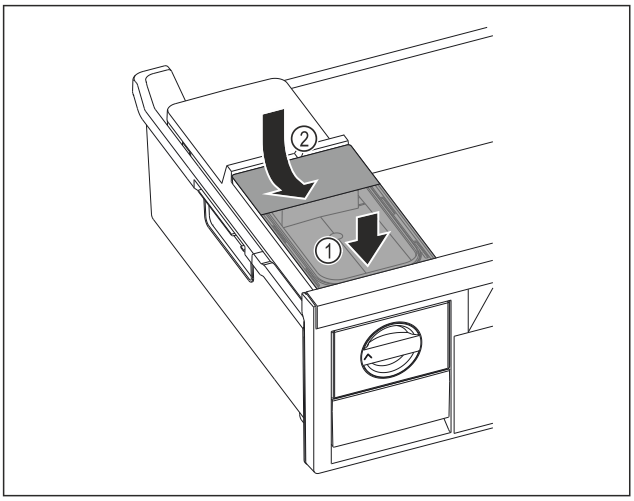

Fig. 126
- ▶ Sæt vandtanken i forfra. *Fig. 126 (1)*
- ▶ Sænk vandtank ned bagest. *Fig. 126 (2)*